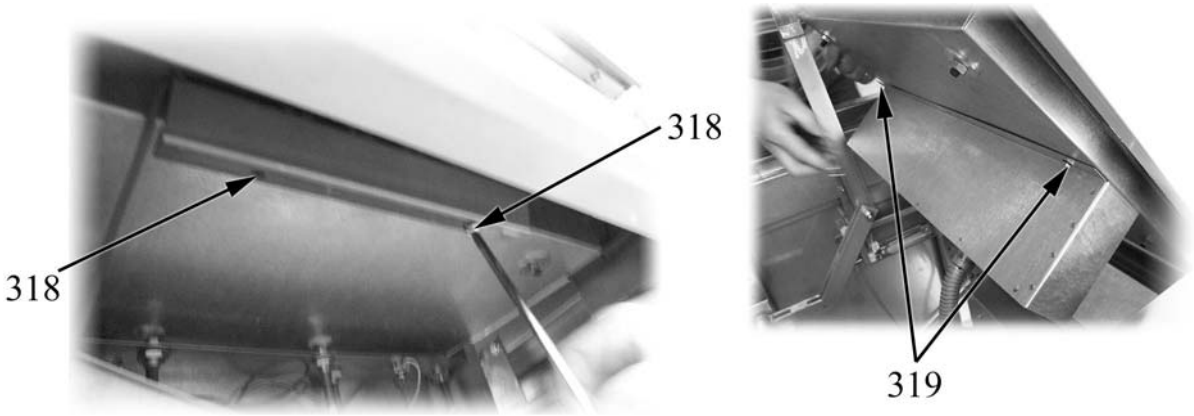

Fig. 33
- unscrew the screws (item 318 in Fig. 33) that fix the bulb holder;
- unscrew the bolts (item 319 in Fig. 33);